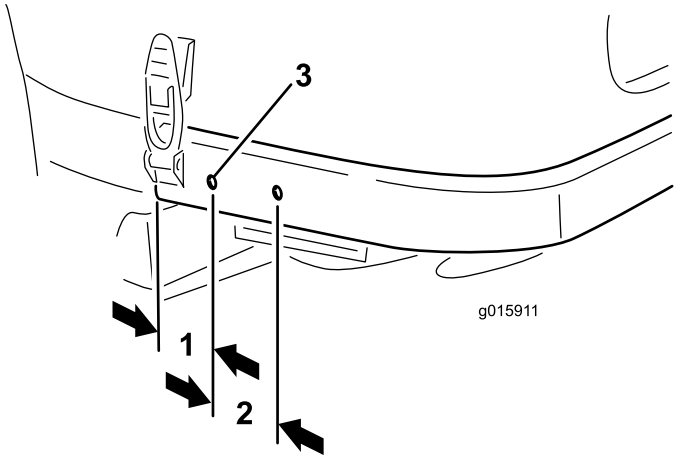

Figuur 10
2. Maak gebruik van de afmetingen die worden getoond in Figuur 10 en markeer en boor (2) openingen met een diameter van 9 mm aan elke kant van het achterframe. Breng de gaten aan in het midden van de hoogte van het frame.